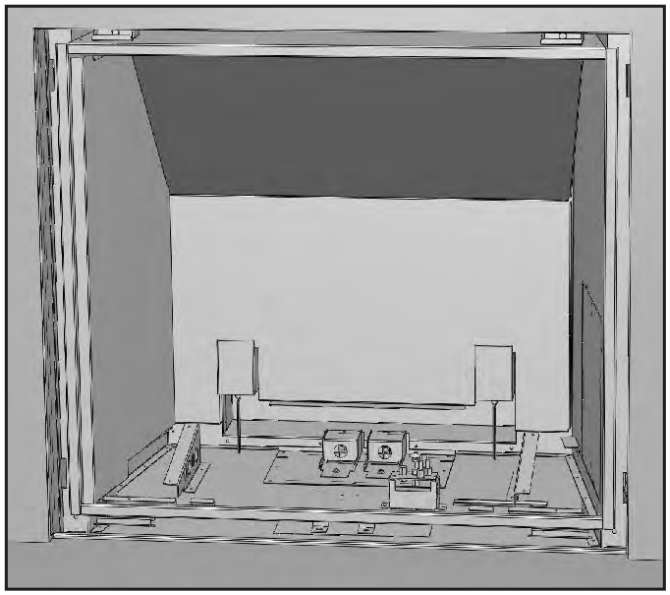

Figure 99: Top Porcelain Panel in Place.
5. Install the Top Panel by placing it on top of the Rear Panel and behind the Left Panel (see Figure 99). Hold it with one hand or have someone else hold it for you while you place the last panel. WARNING: If this panel falls from this location it will possibly break or the paint work will become chipped.